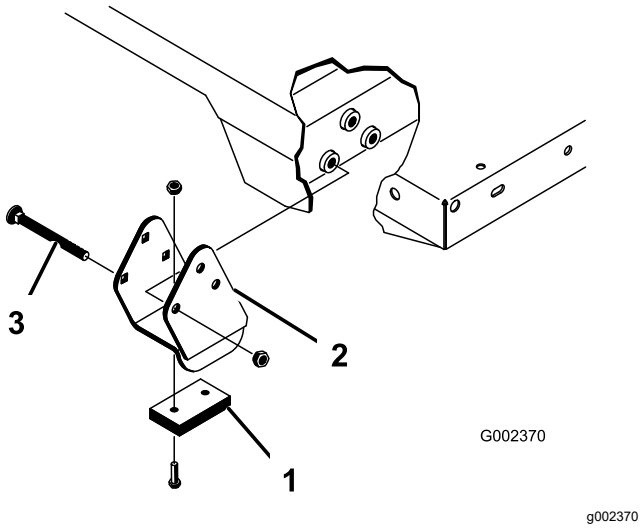

Figur 25
Kontrollera att distansfästena och slitageblocken (Figur 25) monteras med vagnskruvhuvudena inuti maskinen.
2. Lägg försiktigt ner flaket på maskinramen med de bakre hålen på flakets svängplatta inpassade mot hålen i den bakre ramkanalen, och montera de två sprintbultarna och hjulsprintarna (Figur 25).
4. För in sprintbulten från flakets utsida med hjulsprinten vänd utåt (Figur 25).